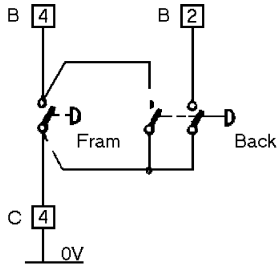

Fig 13
- Fjärrkontroll av manuell åkrörelse, se fig 13 på sid 12.